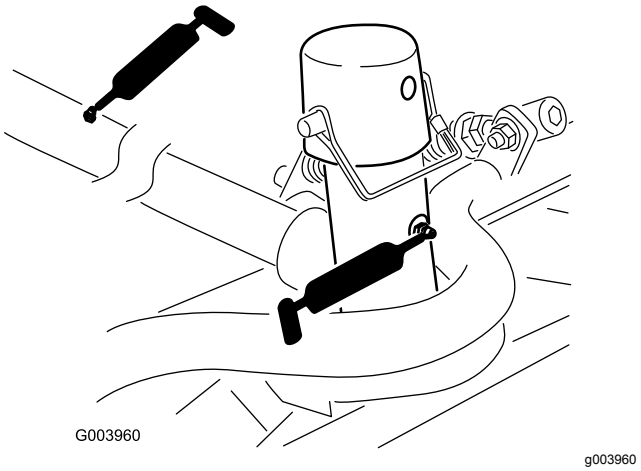

Figur 46
- Klippenhetens bärram och svängtapp (2 var) (Figur 46)